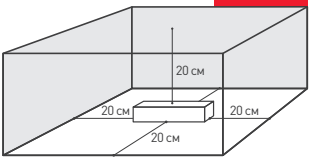

Рис. 6. Свободное пространство вокруг источника
4.3. Для естественной вентиляции обеспечьте не менее 20 см свободного пространства вокруг источника питания, как изображено на рис. 6.